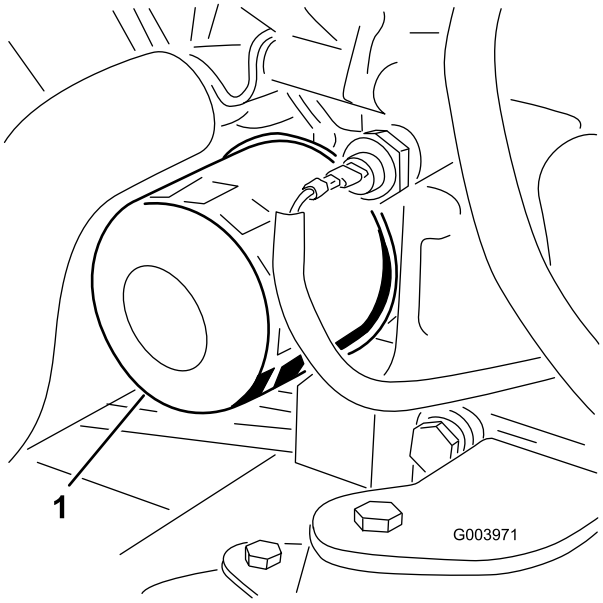

Figuur 55
3. Verwijder het oliefilter (Figuur 55).